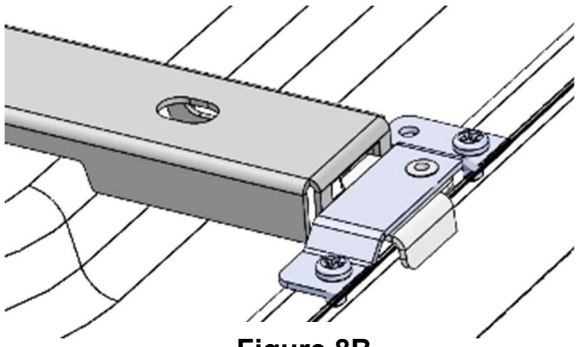

Figure 8B
- Les onglets de verrouillage doivent être rincés contre le côté de l'appareil, voir la figure 8B.